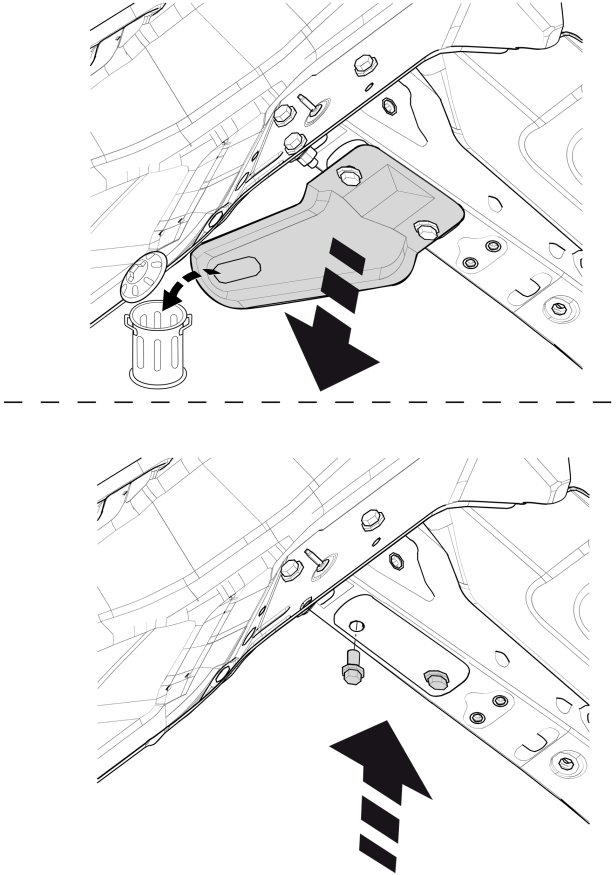

Fig. 3
3. Снять буксировочное ухо. Посадить болты на место. См. рисунок 3.